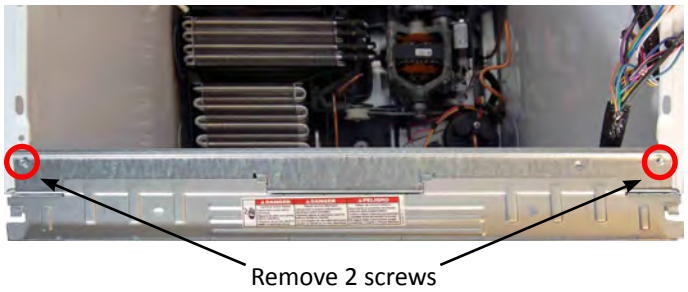

Figure 3
10. Remove the two (2) 1/4” hex-head screws securing the rear/terminal bracket to the dryer (see Figure 3). For now, allow bracket to hang.